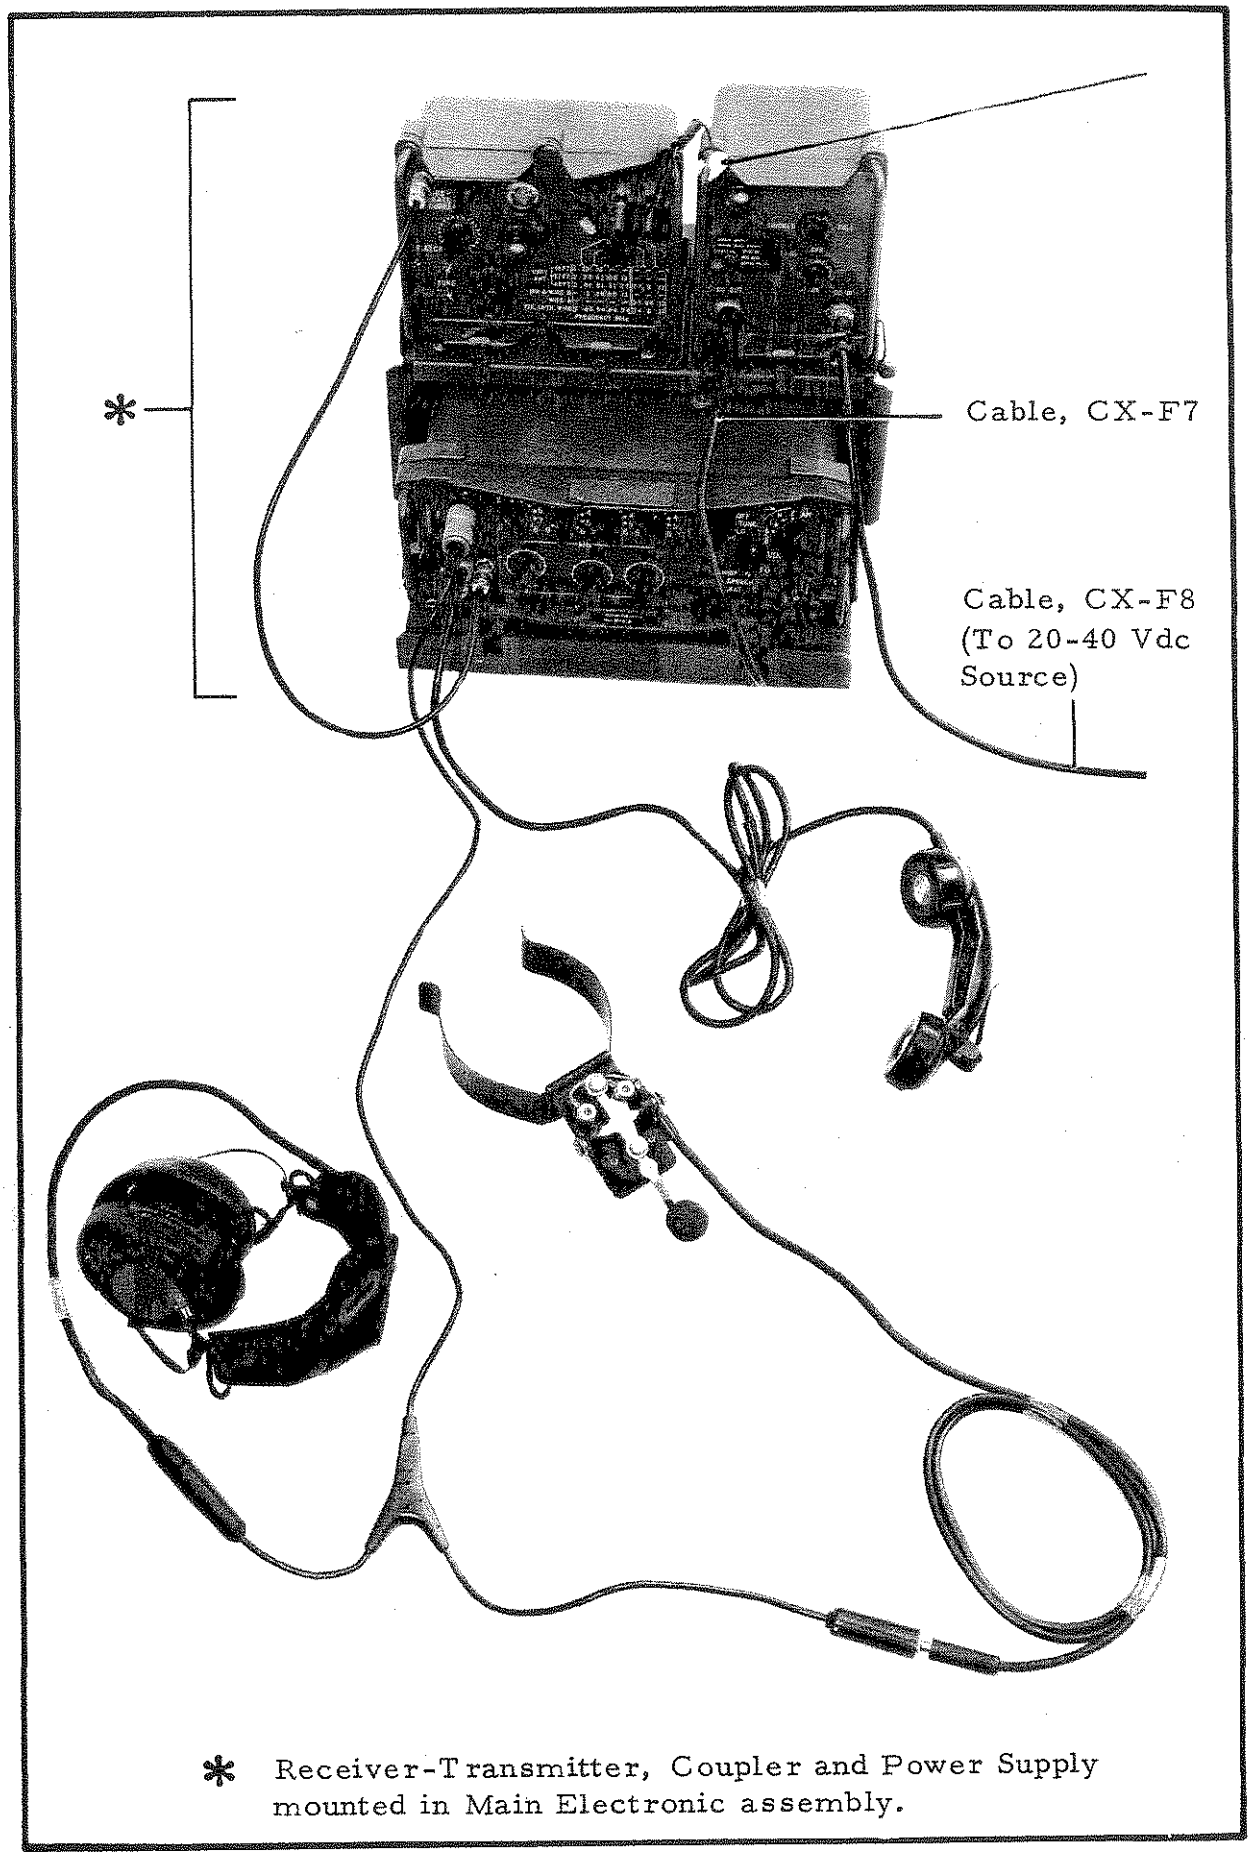

FIG 39
99. A more permanent ground station (Refer Fig 39) can be set up by using components of the Installation Kit, Electronic Equipment, MK-F8. These are: